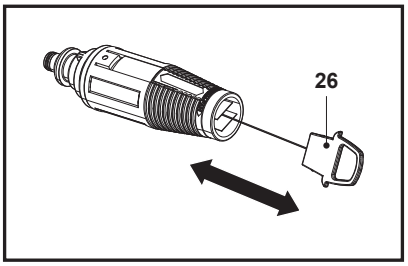

Fig. 22
2. Éliminer les dépôts de saleté de l'orifice de la buse à l'aide d'une aiguille (26) (Fig. 22).